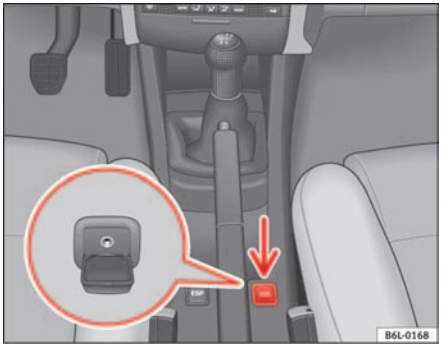

Fig. 83 Auxiliary audio connection
– Lift the AUX. cover ⇒ fig. 83.